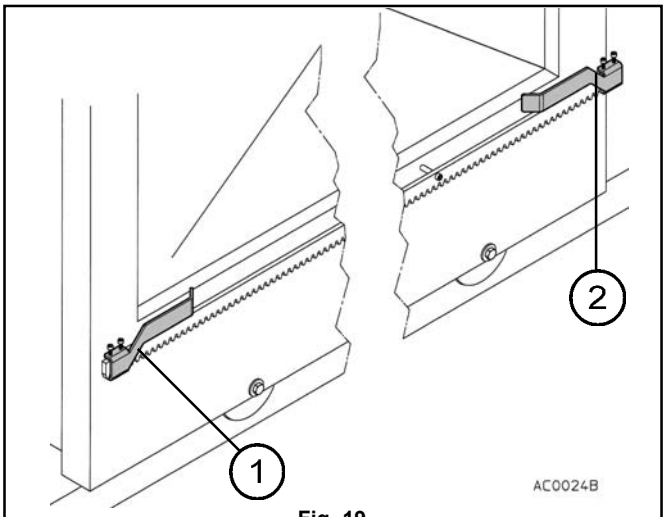

Fig. 19
c) La cremagliera deve sporgere rispetto all'asse del pignone dello spazio sufficiente per il montaggio della staffa di finecorsa "cancello aperto" (1 fig. 19).
f) Montare i vari pezzi di cremagliera allineandoli tra di loro e rispettando il gioco di 1 mm sul pignone. Dopo aver montato l'ultimo pezzo di cremagliera e fissato il tutto, tagliare con un seghetto da ferro l'eventuale parte sporgente di cremagliera, lasciando lo spazio sufficiente per il montaggio della staffa di fine corsa "cancello chiuso" (2 fig. 19).
k) Montare le staffe di fine corsa "cancello aperto " (1 fig. 19) e "cancello chiuso" (2 fig. 19) alle estremità della cremagliera, bloccandole con le viti fornite nella confezione. Considerare che il cancello percorrerà altri 2-3 cm. dopo l'intervento dell'interruttore finecorsa, regolare quindi la posizione delle staffe in modo tale che il cancello non vada a sbattere contro gli arresti meccanici.